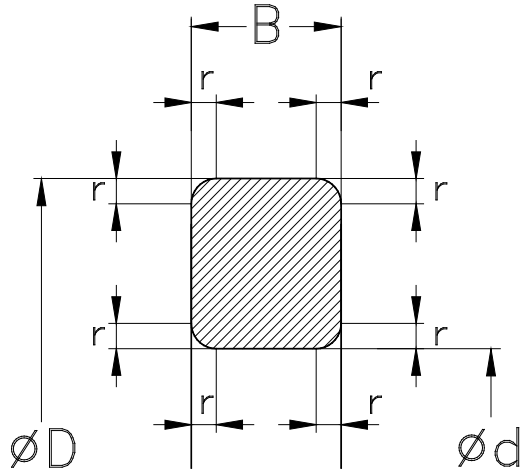

Fig. 4.5
The **standard plans** defined in the above provide boundary dimensions for the different bearing types. The standardised dimensions like **bore diameter (d), outer diameter (D), bearing width (B)** or **height** (**H, T**) and **minimum chamfer dimensions (r)** (see also fig. 4.5).